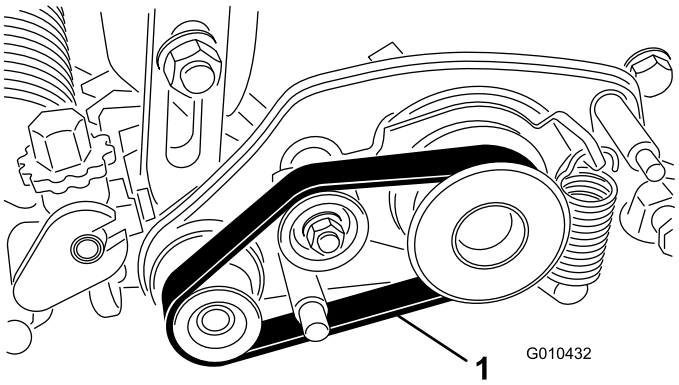

**Figura 18**
2. Monte la correa sobre la polea arrastrada, la polea tensora y el conjunto de la polea, como se muestra en Figura 18.